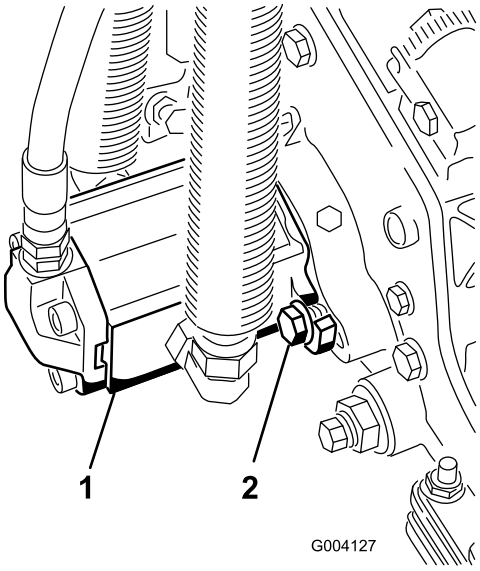

Figura 20
10. Instale o motor rodando-o no sentido dos ponteiros do relógio de forma a que as flanges do motor se afastem dos parafusos (Figura 20). Rode o motor no sentido contrário aos ponteiros do relógio até que as flanges envolvam os parafusos e apertem os parafusos.